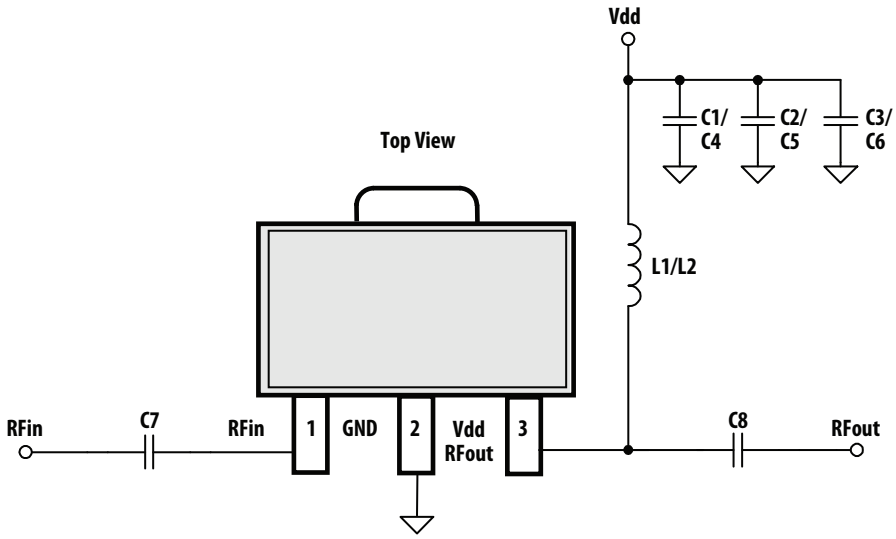

Figure 30. Application Schematic
7. Measurements obtained using demo board described in Figure 30 and 31. 40MHz data was taken with 40MHz – 2GHz Application Test Circuit, 900MHz data with 0.2GHz – 3GHz Application Test Circuit and 1.95GHz data with 1.5GHz – 2.6GHz Application Test Circuit respectively.
TA = +25°C, Vdd = 5V, Input Signal = CW. Application Test Circuit is shown in Figure 30 and Table 1.
TA = +25°C, Vdd = 5V, Input Signal = CW. Application Test Circuit is shown in Figure 30 and Table 2.
TA = +25°C, Vdd = 5V, Input Signal = CW. Application Test Circuit is shown in Figure 30 and Table 3.